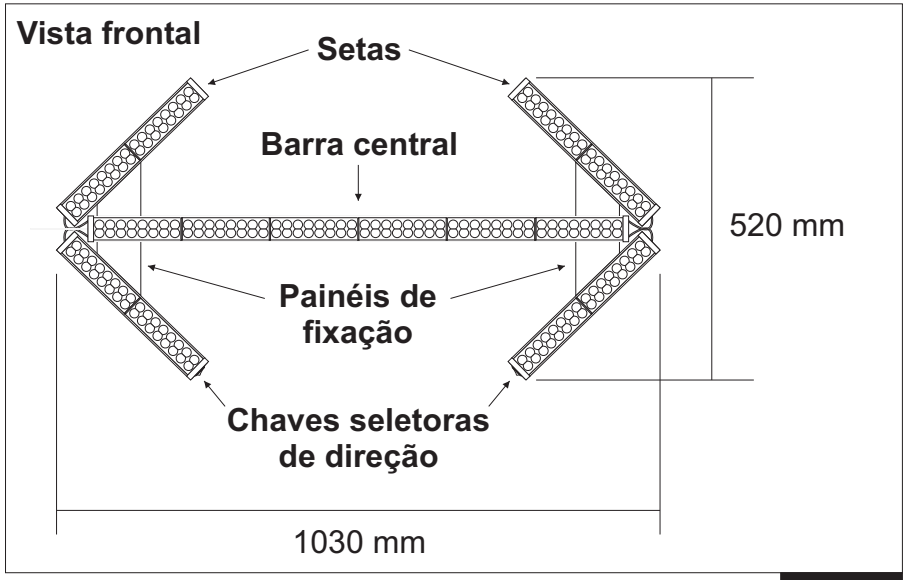

Figura 1
- Instale o Sinalizador sempre com as Chaves seletoras de direção voltadas para baixo (Figura 1).
- Fixe o sinalizador na superfície desejada através de parafusos utilizando os Painéis de fixação (Figura 1).